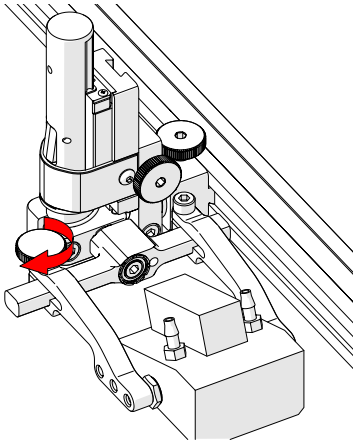

Fig. 119 - Tighten arm knob
6. Tighten the probe holder arm adjustment knob *(Fig. 119)*.